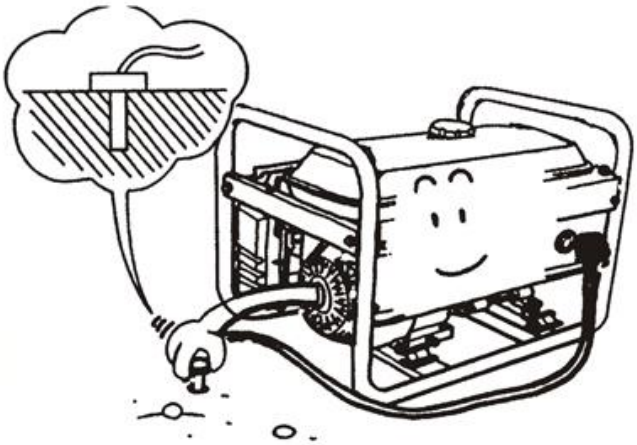

Рис. 27
5.1 Завжди з’єднуйте генератор з землею, щоб запобігти його неправильне використання (Рис. 27).